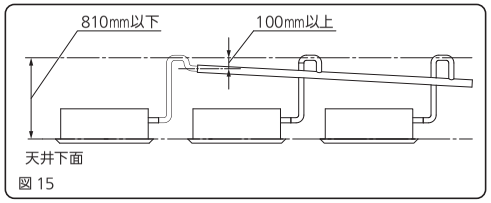

図 15
- 集合ドレン配管を行う場合は 1/100 以上の下り勾配を付け、ドレン配管立ち上がり部より低くなるようにしてください。（100mm 以上）（図 15）
- 集合ドレン配管の太さは集合した本体の台数分に見合うだけの太い配管（VP30 以上）で施工してください。（図 15）